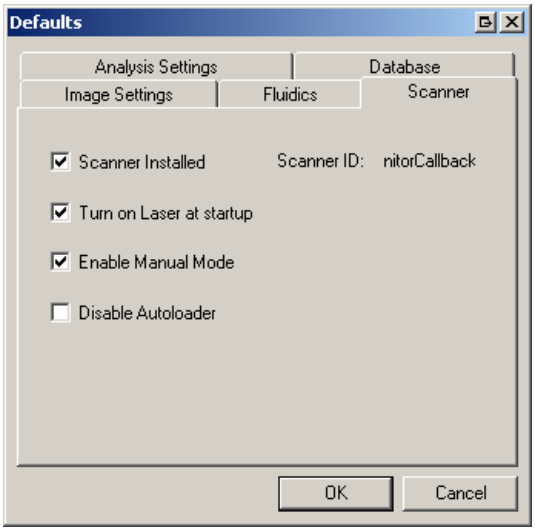

Figure L.24
a. Click **Tools** →**Defaults** **(Figure L.24)**.